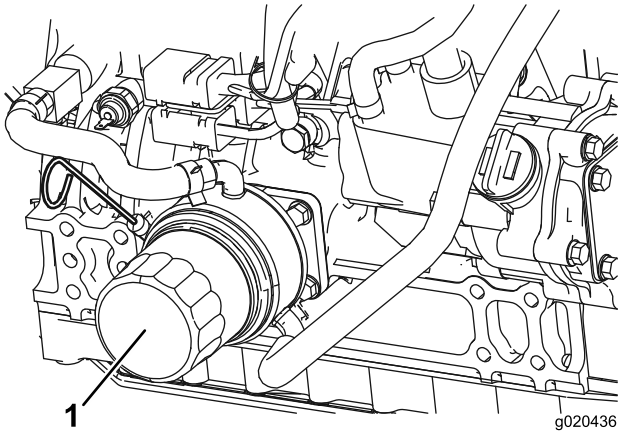

Figur 51
2. Avlägsna oljefiltret (Figur 51). Stryk på ett tunt lager ren olja på den nya filterpackningen innan den skruvas på. **Dra inte åt för hårt.**